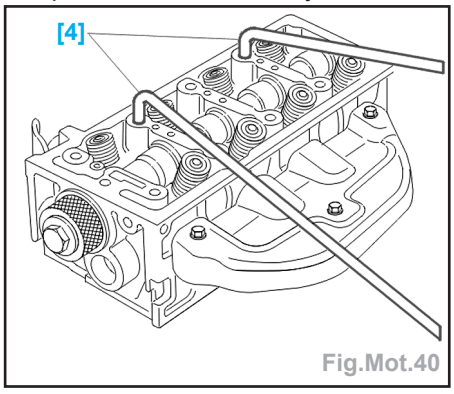

Fig.Mot.40
- Basculer et décoller la culasse à l'aide des leviers [4] (Fig.Mot.40).